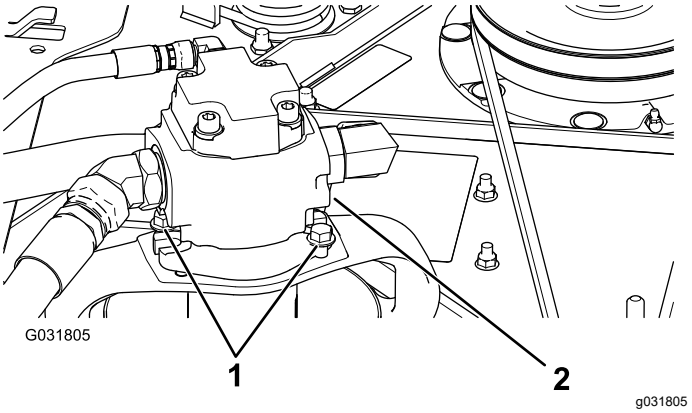

Figura 127
5. Retire los pernos que sujetan el motor hidráulico a la unidad de corte (Figura 127).
3. Retire los pernos que sujetan el motor hidráulico a la unidad de corte (Figura 127).